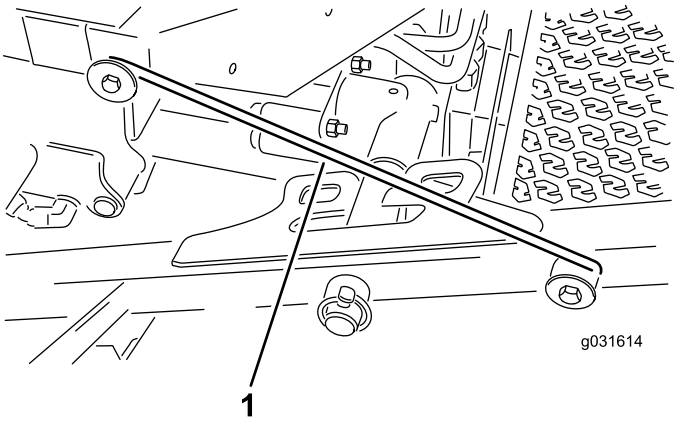

Figura 32
4. Liberate l'asta del dispositivo di sicurezza dal fermo del telaio portante anteriore (Figura 32).
5. Sollevate la parte esterna degli apparati di taglio anteriori e agganciate il dispositivo di sicurezza al perno del telaio presente sulla parte anteriore della piattaforma dell'operatore (Figura 32).